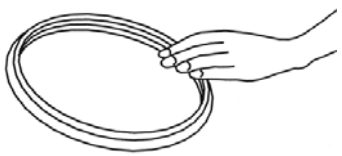

FIG.7d
1. La junta / empaque es de silicona de larga duración. Debe lavarla con agua y jabón neutro después de cada uso, sacándola de la tapa, secarla con un paño y volviendo a colocarla correctamente en su sitio en la tapa. *(FIG. 7d)*